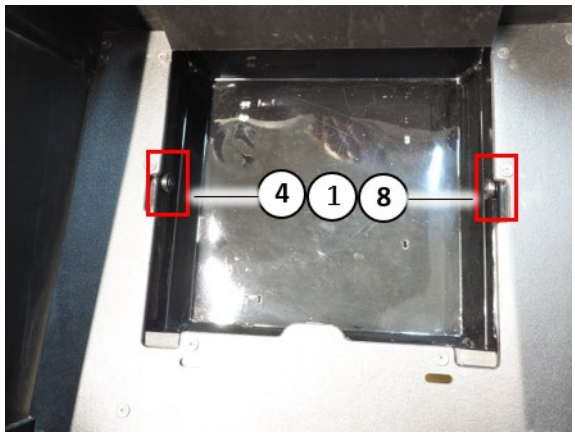

Fig.: 13
9. Position and attach the spacers (8) on both sides in the footwell with fasteners (1) and (4) (see Fig. 13 and 14).